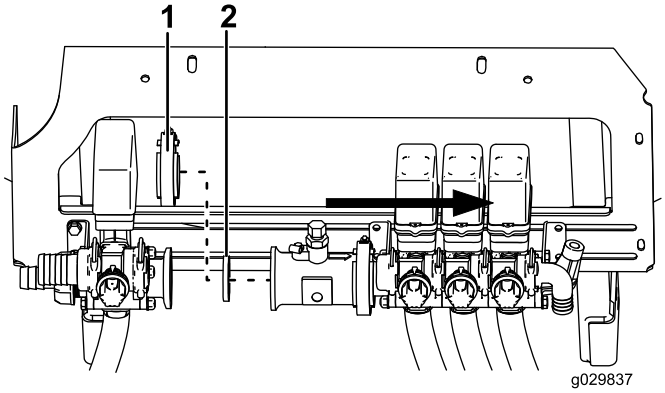

図 2
4. ワームクランプとガスケットを外し、フローメータ個別バルブアセンブリを、攪拌バルブから慎重に取り外す図 2。